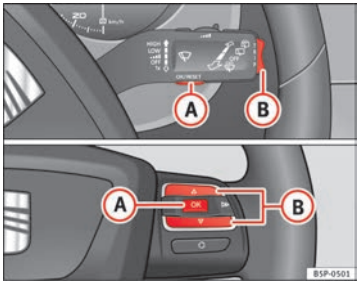

Fig. 42 Rocker buttons A and B. Steering wheel controls.
You can switch between the following displays in the multifunction display (MFI) by operating rocker switch ⇒ Fig. 42 (B) on the window wiper lever. ▶